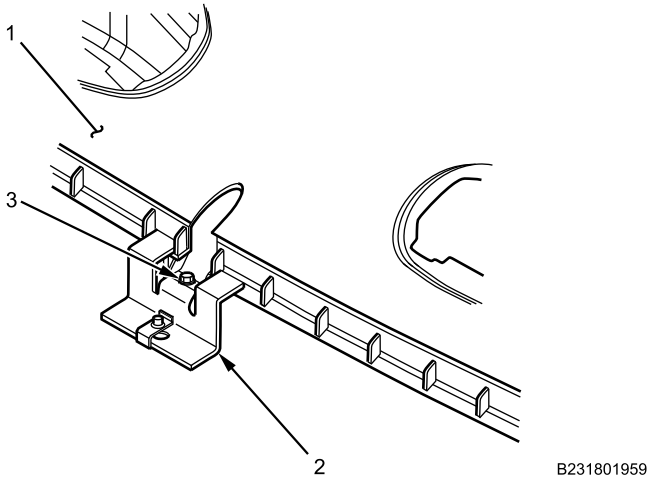

Figure 17. IP Center Mounting Brace.
1. Install IP center mounting brace (Figure 17, Item 2) on front of IP (Figure 17, Item 1) with IP center mounting brace bolt (Figure 17, Item 3). Torque bolt to 90-100 lb-in. (10-11 N•m).